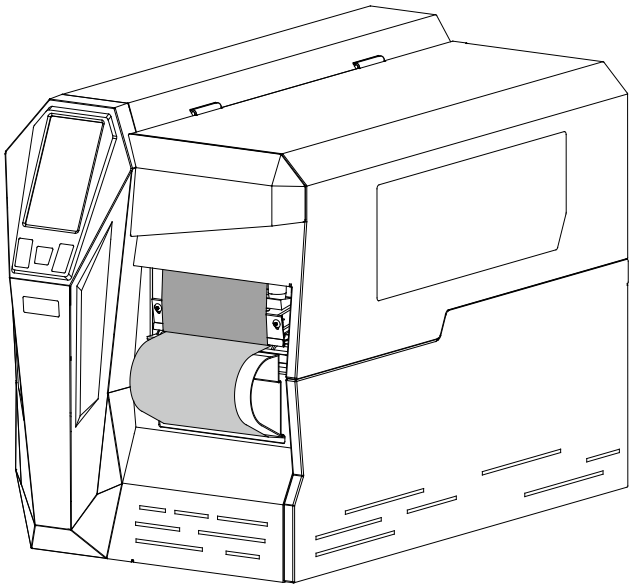

Figure 2-40 Close the Flip-up Cover
13. Close the flip-up cover. Enter the LCD touch-screen settings menu and set the printed label handling mode to Rewind Mode (please refer to 3.2.1.7 Printed label handling). As shown in Figure 2-40.
4. The "Specify Printer Model" screen displays, select the printer model, and click "Next", as shown in Figure 2-40.